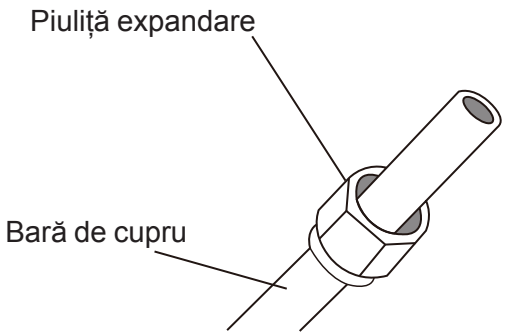

Fig. 5.3
3. Atașați piulițe la ambele capete ale conductei. Asigurați-vă că sunt îndreptate în direcția corectă, deoarece nu le puteți instala și nu le puteți schimba direcția după expandare. Consultați **Fig. 5.3.**